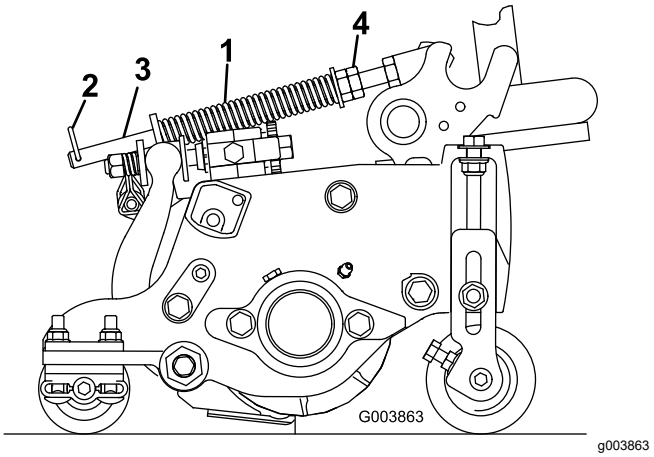

Figur 21
Plænekompensationsfjederen (Figur 21) overfører vægt fra forrullen til bagrullen. Dette medvirker til at reducere dannelsen af et bølgemønster i plænen, også kaldet ondulation.
1. Sørg for, at låseclipsen er monteret i det bageste hul i fjederstangen (Figur 21).
2. Stram sekskantmøtrikkerne på fjederstangens forende, indtil fjederens sammentrykkede længde er 15,9 cm. Se Figur 21.